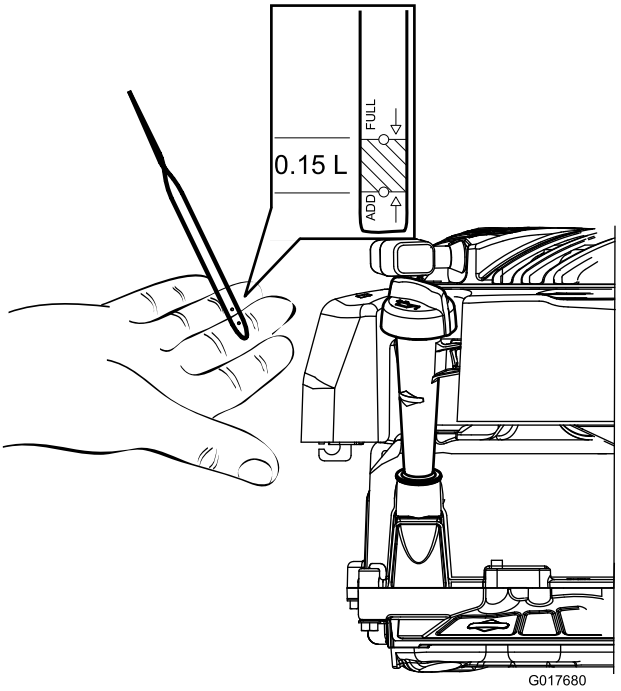

Figur 10
2. Ta ut peilestaven og kontroller oljenivået (Figur 10). Hvis oljenivået er lavere enn Add-merket, hell olje langsomt inn i oljepåfyllingsrøret for å heve oljenivået til Full-merket på peilestaven. Vent i tre minutter etter at du har fylt på olje, og kontroller deretter oljenivået med peilestaven (maks. påfyll: 0,59 l, type: SAE 30 rensende olje med API-serviceklassifisering SF, SG, SH, SJ, SL eller høyere).